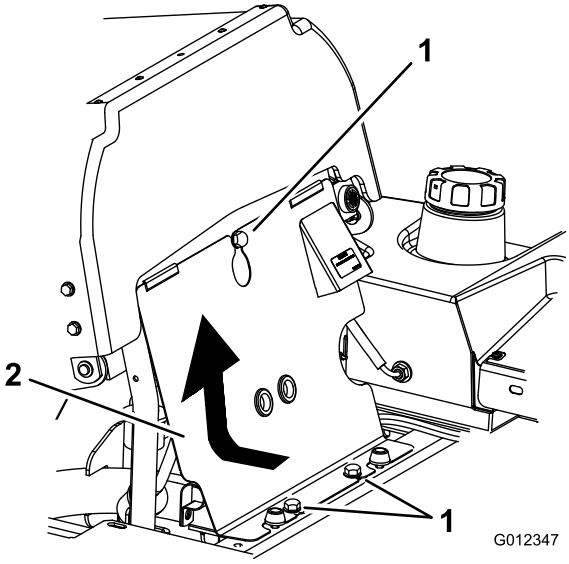

Figur 48
1. Tippa sätet framåt, lossa bultarna och demontera den främre motorkåpan (Figur 48).